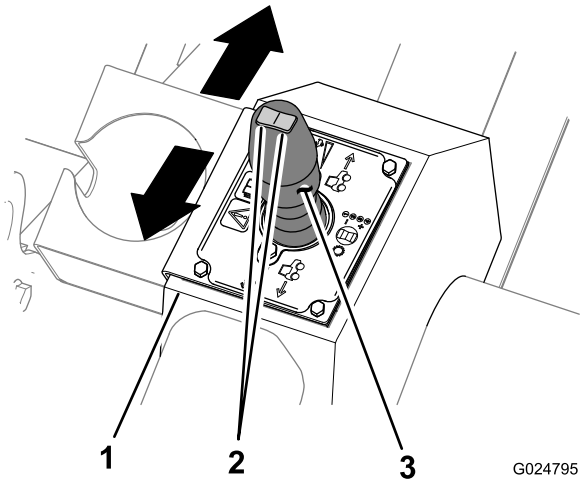

Figura 14
Ao abrir uma vala, terraplanar ou perfurar, use o joystick de tração de trabalho para mudar o sentido e a velocidade da máquina (Figura 14). Quanto mais distante o joystick for movido em qualquer direção, mais rápido a máquina será movimentada no sentido selecionado.
- Mova o joystick de tração de trabalho para frente para mover a máquina para frente (Figura 14).
- Mova o joystick de tração para trás para mover a máquina em ré (Figura 14).
- Mova o joystick de tração até a posição central (Neutro) para parar a máquina (Figura 14).
A chave seletora de marcha está localizada na parte superior do joystick de tração de trabalho (Figura 14) e é usada para selecionar a marcha da transmissão.